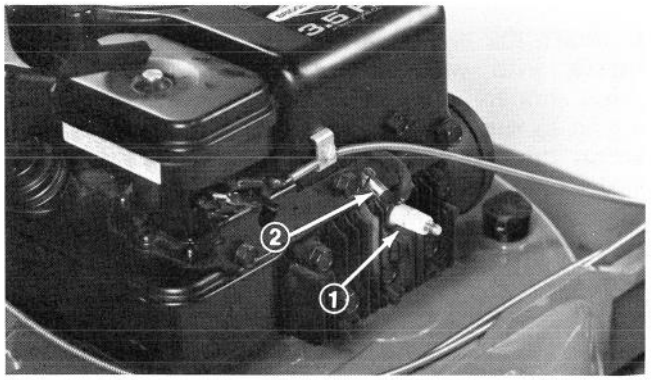

Figure 25
To reduce potential accidents, never perform an adjustment or maintenance procedure while the engine is running. Pull high tension wire (Fig. 25) off spark plug and install end in notch to prevent an accidental start.
A. Pull high tension wire off spark plug and install end in notched hole (Fig. 25).